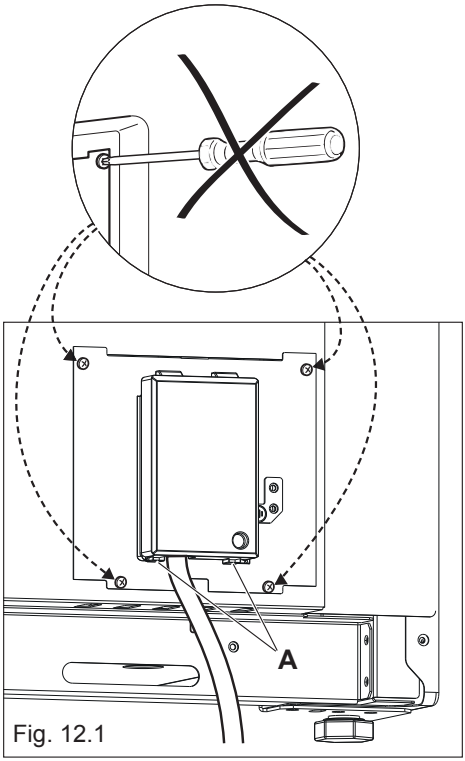

Fig. 12.1
- Unhook the terminal board cover by inserting a screwdriver into the two hooks “**A**” (fig. 12.1).